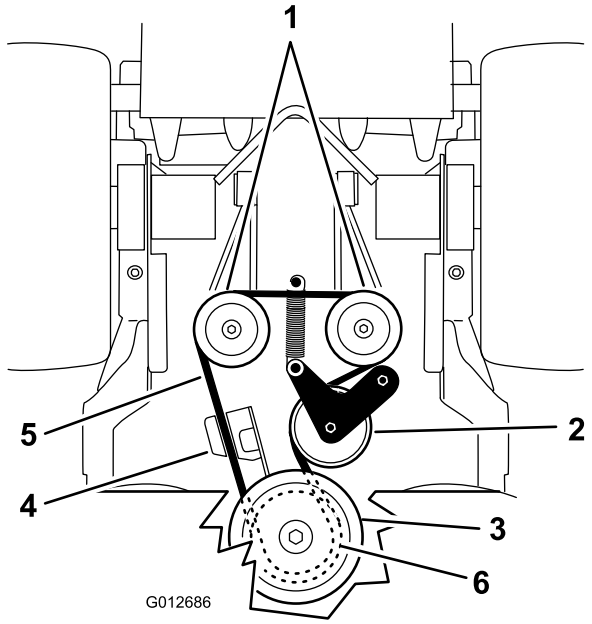

Figure 66
5. Décrochez le ressort de tension du bâti (Figure 66).
7. Accrochez le ressort de la poulie de tension au cadre (Figure 66).